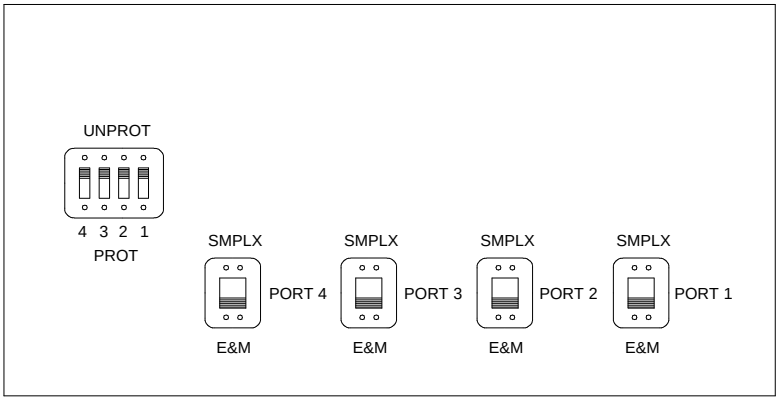

Figure 10-58. TN760 Tie Trunk Circuit Pack (Component Side)
3. For customer-owned (not -leased) tie-trunk facilities (such as campus environments), TN760 circuit packs provide signaling capabilities beyond those specified by the industry-wide E&M standard. Use Figure 10-58 and Table 10-11 to choose the preferred signaling format, set switches on the TN760 circuit pack, and administer the port.